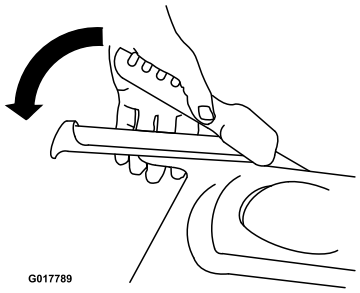

Figuur 12
2. Druk de linker tractiehendel langzaam in de richting van de handgreep (Figuur 12).